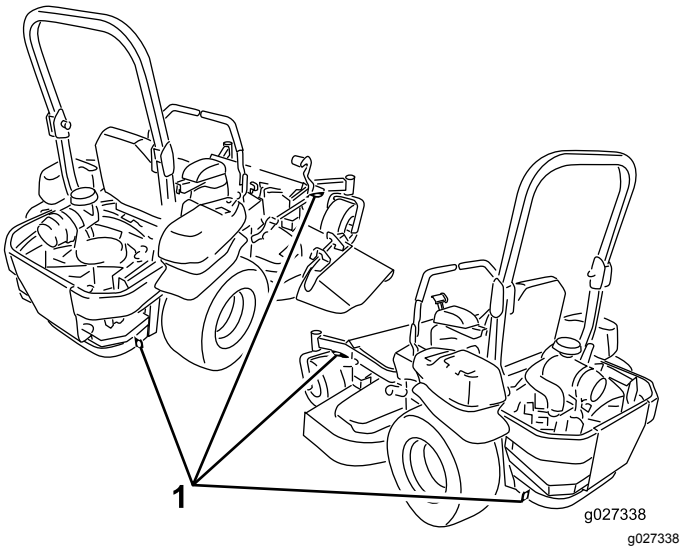

Figur 46
6. Fastgør maskinen i nærheden af de forreste styrehjul og den bageste kofanger med remme, kæder, kabler eller reb (Figur 46). Der henvises til de lokale regler for bindepunkter.